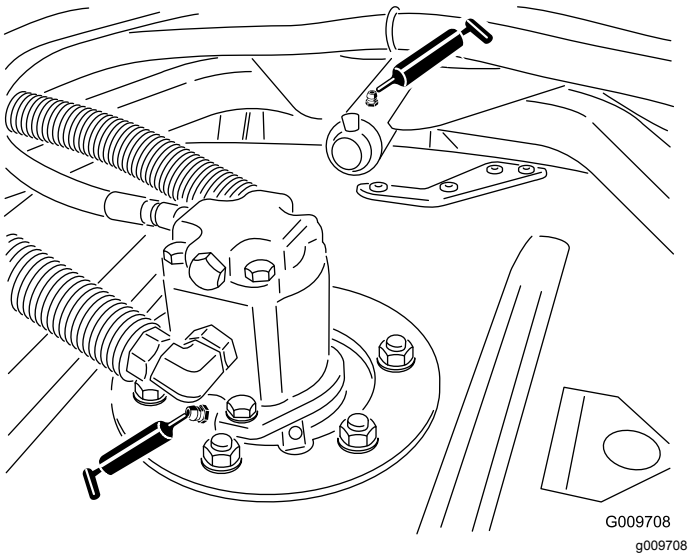

**Figur 47**
- Klippeenhedens spindelaksellejer (1 pr. klippeenhed) (Figur 47)
- Klippeenhedens bærearmsbøsninger (1 pr. klippeenhed) (Figur 47)